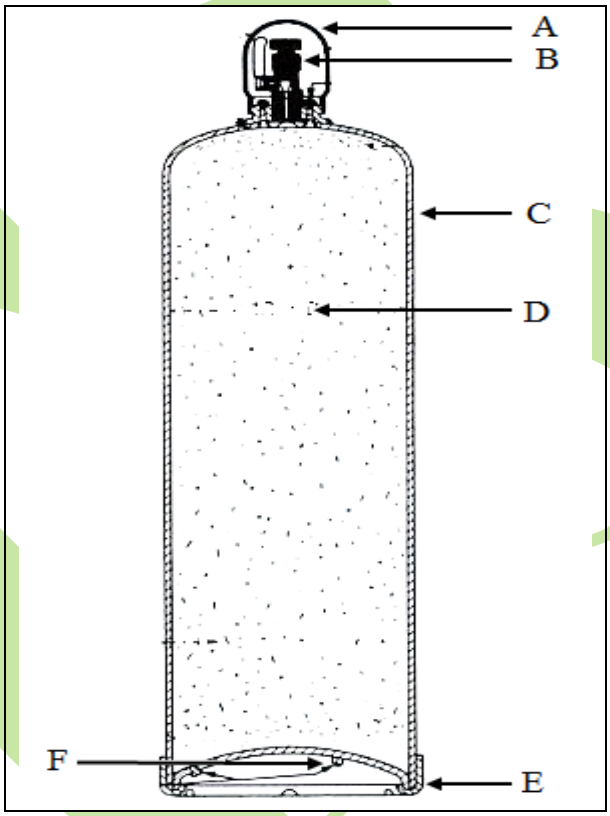

FIGUUR 3 (6)
7.1 FIGUUR 3 toon 'n dwarsdeursneeaansig van 'n asetileensilinder. Benoem die dele soos aangedui op die skets deur slegs die antwoord langs die letter (A–F) in die ANTWOORDBOEK neer te skryf.